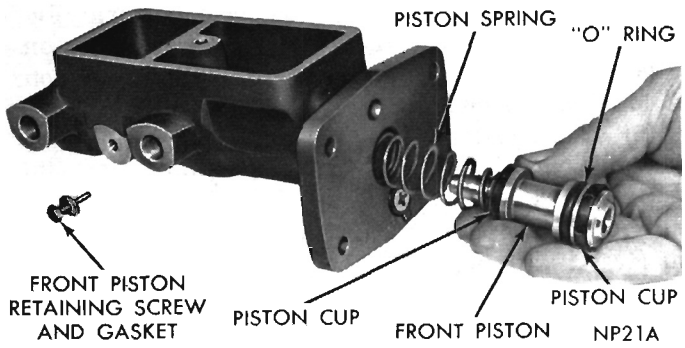

Fig. 5—Installing Front Piston and Spring
(5) Install piston spring, piston cup retainer, piston and cups into bore of master cylinder (Fig. 5). **Be sure the lip of cups enter bore evenly in order not to damage sealing qualities of cups. (Keep well lubricated with brake fluid.)**